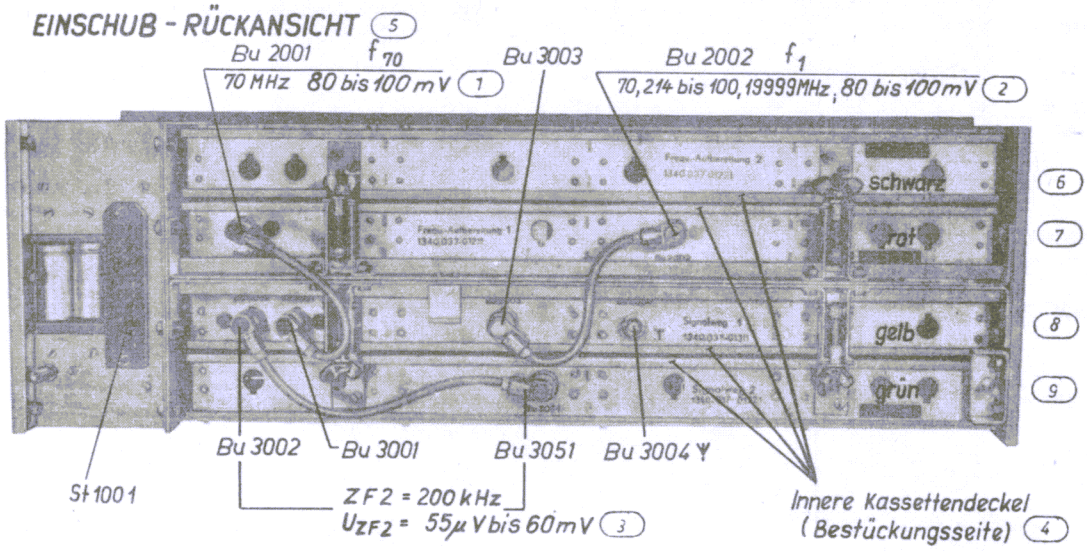

Bild 6
5.2.2. Ausgangssignale der "Frequenzaufbereitung"(s.Bild 6,7u.8)